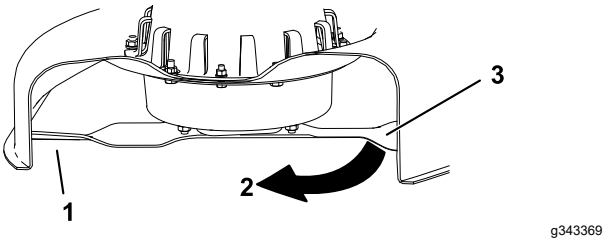

Figur 31
3. Målt avstand mellom blad og overflate (A)
4. Roter den samme kniven 180 grader så den motsatte kniveggen nå er i samme stilling (Figur 31).